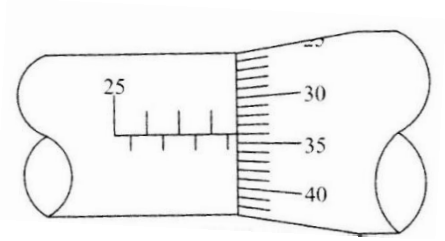

FIGUUR 7 (2)
3.7 Die skets in FIGUUR 7 toon die graadindelings van 'n dieptemikrometer. Skryf die lesing neer wat getoon word.